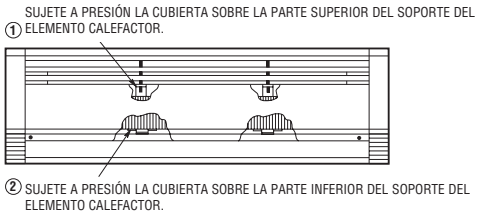

**Figura 7. Sujeción de la cubierta**
11. Coloque nuevamente la cubierta delantera encajando el reborde superior de la cubierta sobre las pestañas salientes en cada caja de conexiones y el borde superior del soporte(s) del elemento calefactor. Gire hacia abajo la cubierta, empujando hacia adentro las esquinas inferiores. Instale los dos tornillos (removidos en el Paso 4) a través de la cubierta dentro de las cajas de conexiones. Observe que la parte inferior de la cubierta está enganchada sobre la parte inferior de cada soporte del elemento calefactor. Vea la Figura 7.
3. Después de limpiar y suministrar el servicio de mantenimiento, coloque nuevamente la cubierta delantera y los tornillos removidos verificando que la cubierta está asegurada apropiadamente en cada soporte del elemento calefactor en la parte superior e inferior – vea la Figura 7.